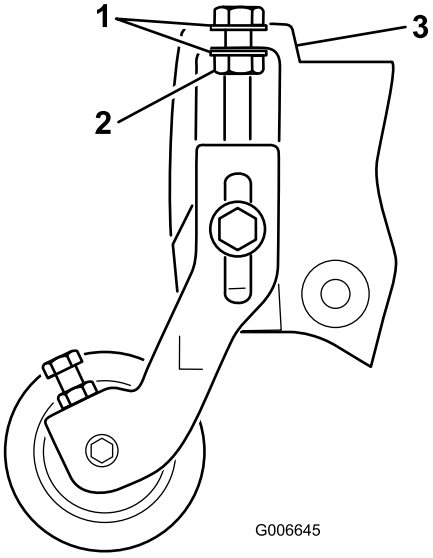

Figur 21
Obs: Brickorna på bultarna för klipphöjdsjustering ska placeras på var sida om sidoplåtens fläns (Figur 21).
17. Dra åt låsmuttern på bulten för klipphöjdsjustering tills brickorna får kontakt med sidoplåtsflänsen och vrid sedan tillbaka muttern 1/2 varv (Figur 21).